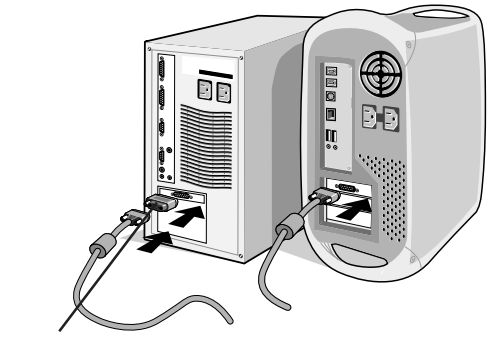

**Figure B.1**
**For the MAC:** Connect the Macintosh cable adapter to the computer, then attach the 15-pin mini D-SUB signal cable to the Macintosh cable adapter (**Figure B.1**).